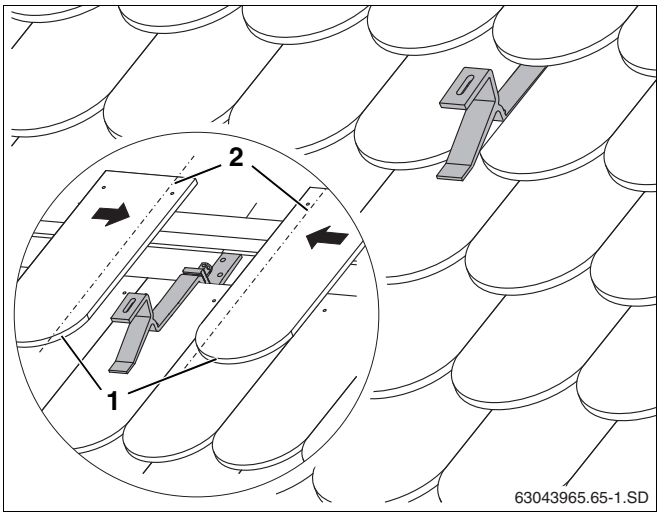

Рис. 20 Кровельный крюк на крыше, покрытой черепицей
- Обрежьте примыкающую плоскую черепицу (рис. 20, **поз. 1**) (по штриховой линии, рис. 20, **поз. 2**).